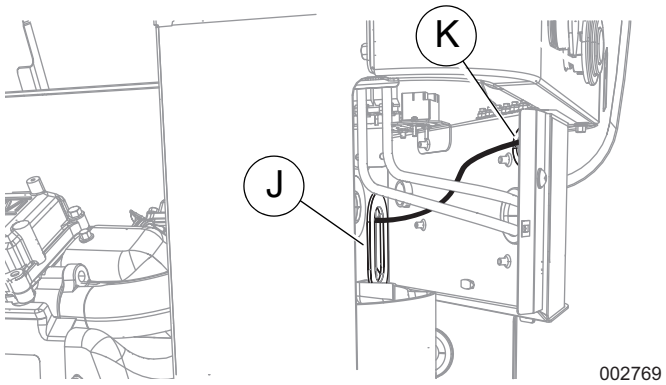

Figura 11. Cables conductores a la conexión del cliente (11 a 22 kW)
6. Pase los cables conductores a través del ojal protector del arnés (J) en el panel divisor del motor.
7. Vea la *Figura 11*. Trabajando dentro del cerramiento de la admisión tienda los cables conductores a través del ojal protector del tablero de conexiones del cliente (K). Fije todos los cables con amarres de cables de plástico separados 0,5 pulg. (1 cm) como mínimo de las mangueras de combustible.